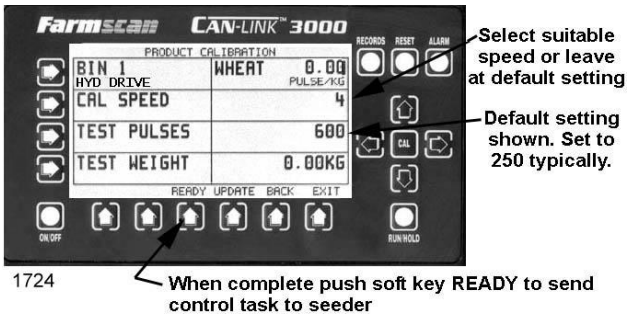

Fig.VC4 Product Calibration Screen.
7. *When in the calibration screen (refer Fig.VC4) you will need to set the following:-*